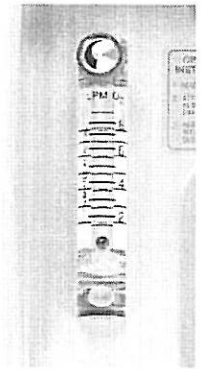

Figure 3
8. *Dual Flow and High Flow Applications:* Set the flowmeter adjustment knob(s) to the prescribed lpm, in any combination of flows up to a total of the maximum capacity of the concentrator (8 lpm for Intensity and 10 lpm for Intensity 10). (Figure 3).